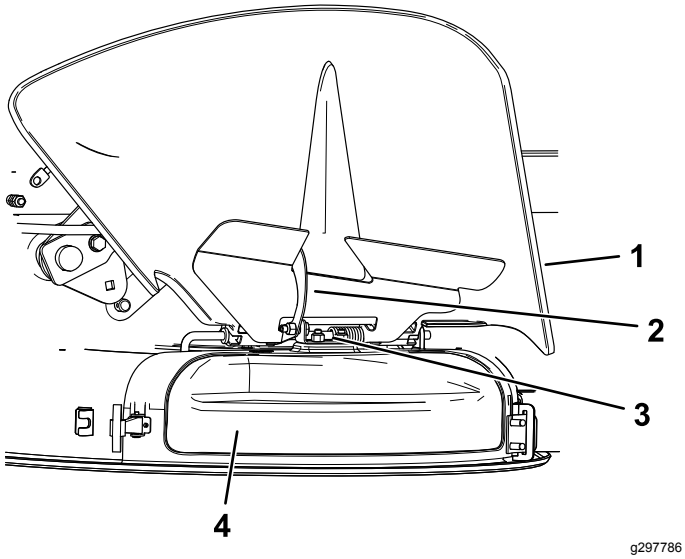

Figur 15
4. Hekt den krokformede låsen på toppen av utslippsdekselet fra dreiestangen (Figur 15).
5. På toppen av utslippsdekselet hekter du den krokformede låsen rundt dreiestangen på avlederenheten (Figur 15).